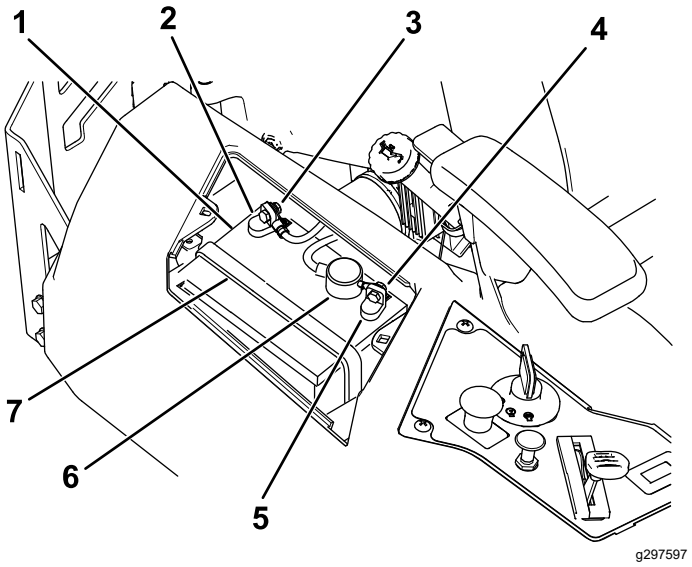

Figur 55
4. Koble den negative (svarte) grunnkabelen fra batteripolen (Figur 55).
6. Koble den positive (røde) grunnkabelen fra batteripolen (Figur 55).
7. Fjern batteriholderen (Figur 55) og ta ut batteriet.
1. Still batteriet i holderen (Figur 55).
5. Fest batteriet med tilholderen (Figur 55).